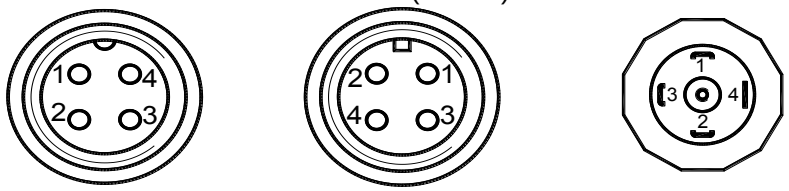

Figure 2.3 - Plug contact configuration
2.4.4.2 Contact configurations of PLT-164-R, 2RMG14 (SH14) 2RMG22 (SHR22), GSP 311 are indicated in Figure 2.3.